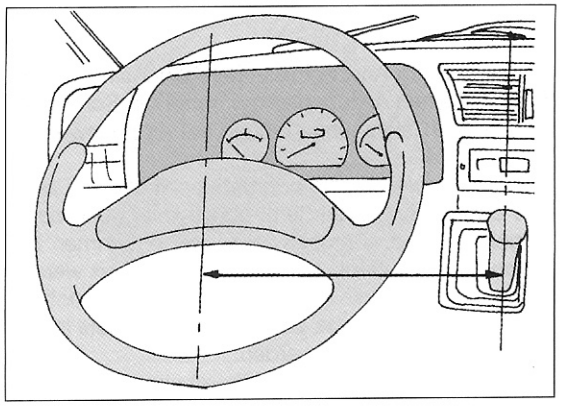

Bild 210
- Den Schalthebel in die Leergangstellung bringen und kontrollieren, ob das Maß zwischen den Pfeilspitzen in Bild 210 genau 304 mm beträgt.